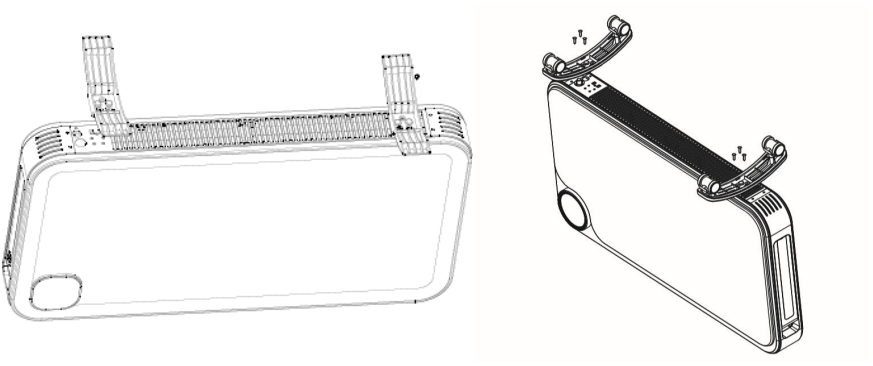

Рис. 2 Установка /снятие шасси с роликами (наличие роликов/шасси зависит от модели).
2. Зафиксируйте шасси на конвекторе с помощью 6 винтов в комплекте (**Рис.2**).